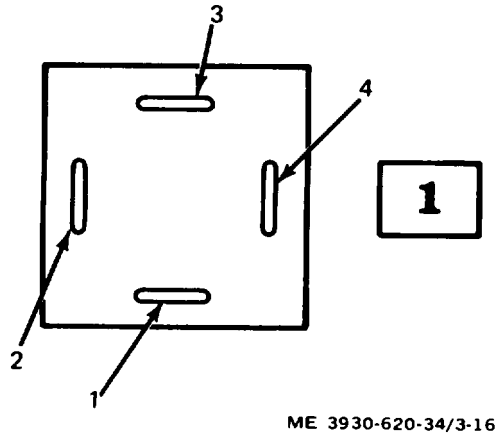

Figure 3-16. Diode bias block terminal identification
(3) Measure for 4.5 to 5.5 volts at diode bias block terminal 4. (fig. 3-16.)